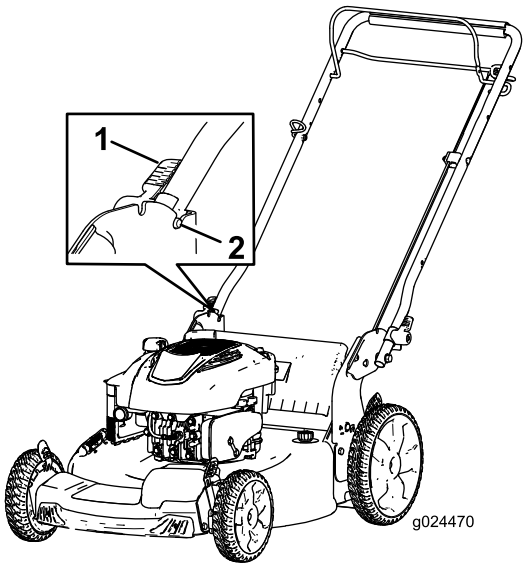

Rysunek 4
2. Załącz blokadę uchwytu (Rysunek 4), aż bolec wskoczy na swoje miejsce, blokując uchwyt w pozycji roboczej.